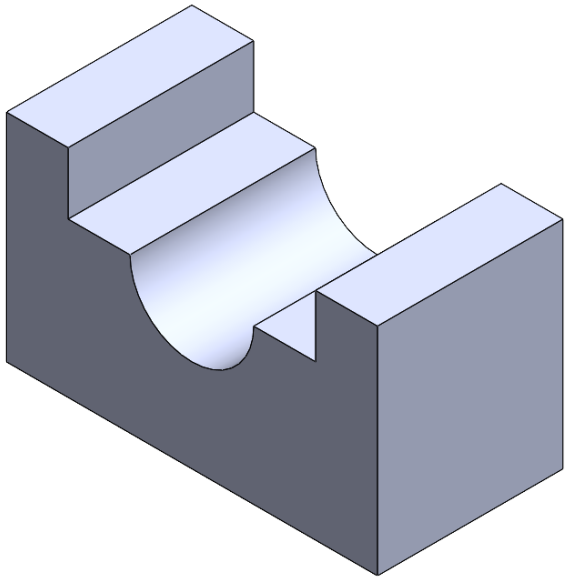

***Figure 2-70** Isometric view of the solid model*
4. Choose the **View Orientation** button from the **View (Heads-Up)** toolbar; a flyout is displayed. Choose the **Isometric** button from it. If the origin is displayed, turn off the display of the origin in the model by choosing **Hide/Show Items > View Origins** from the **View (Heads-Up)** toolbar. The isometric view of the resulting solid model is shown in Figure 2-70.